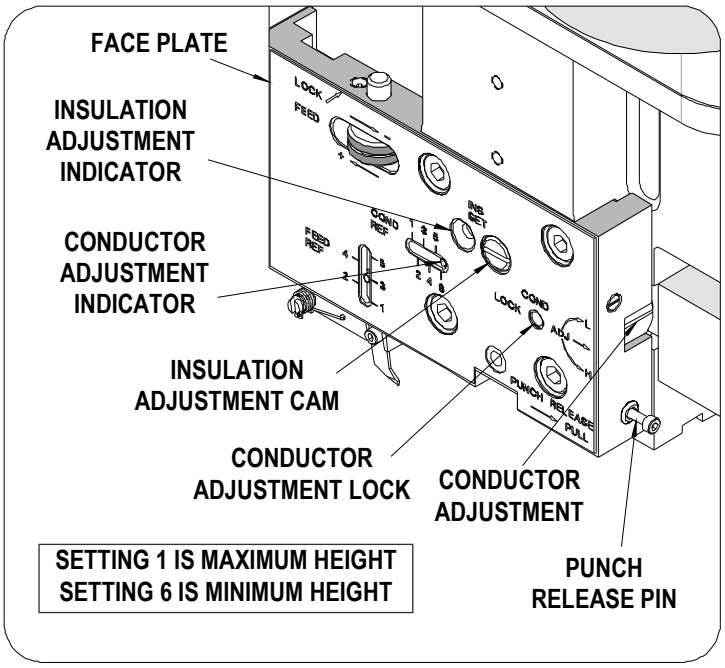

Figure 3-3 HEIGHT SETTING
2. Set both the conductor and insulation indicators to a reference setting of “1”. See Figure 3-3.
4. Set both the conductor and insulation indicators to a reference setting of "1". See Figure 3-3.